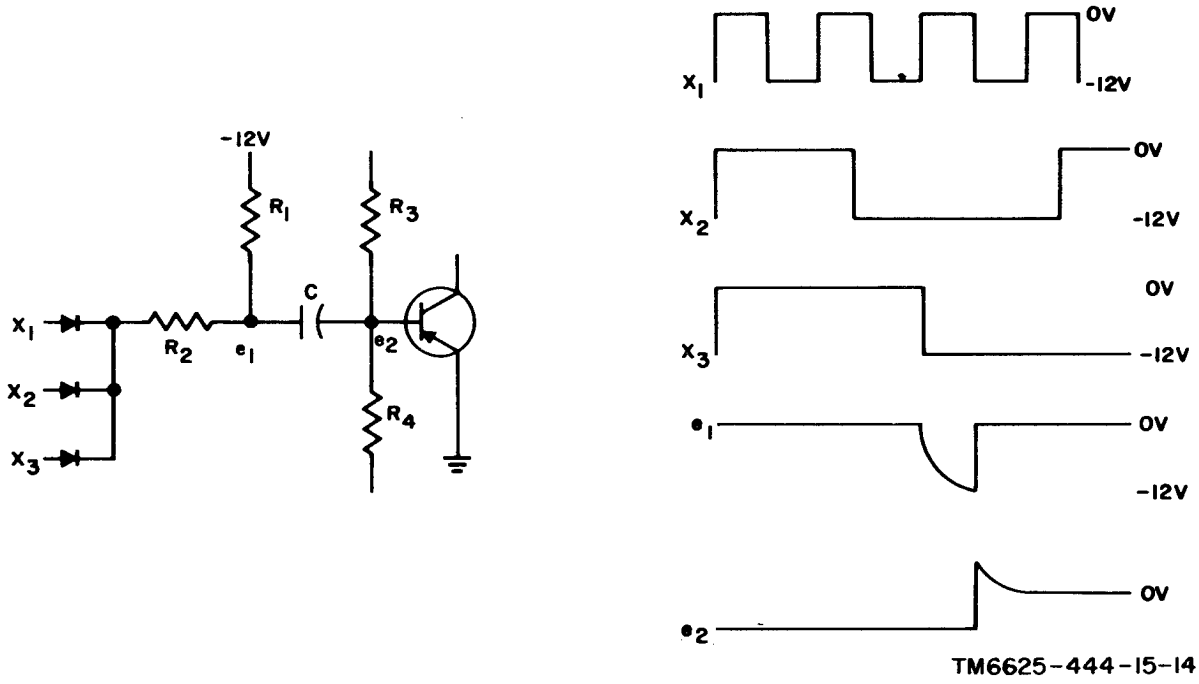
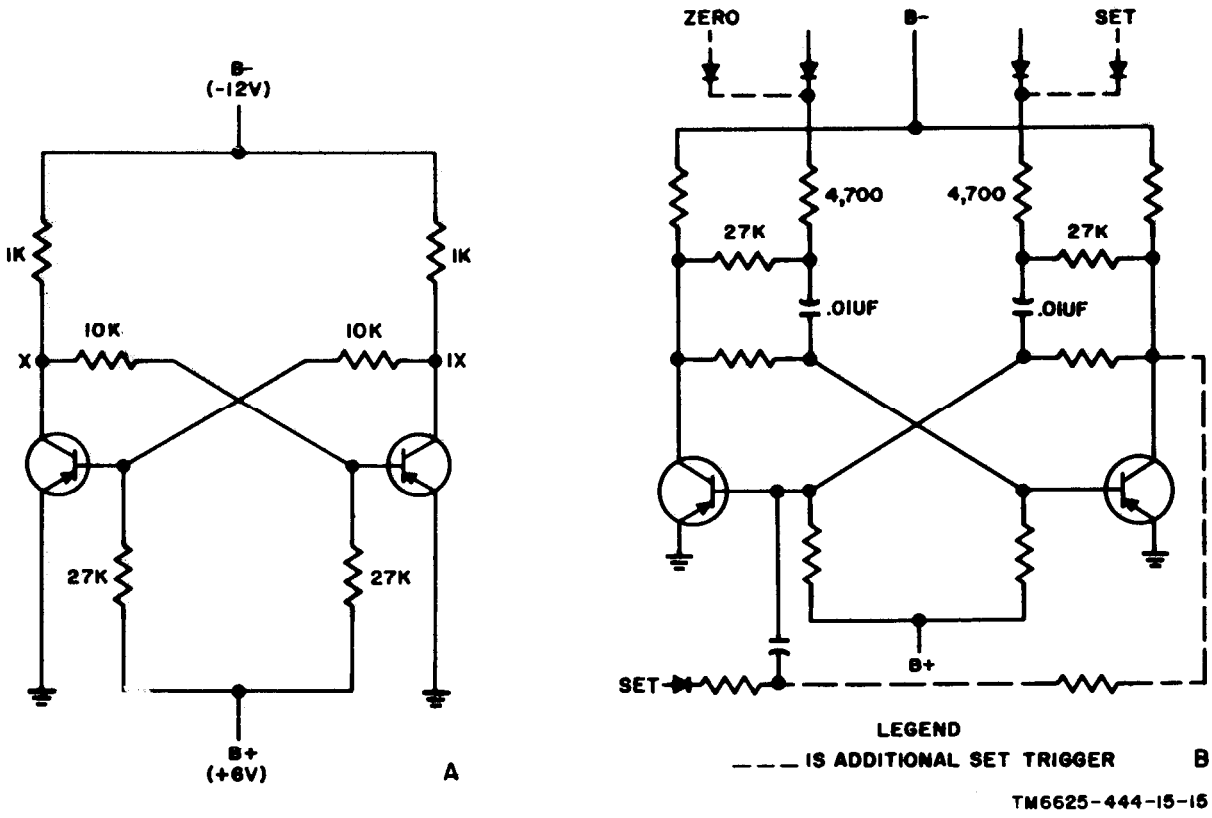

Figure 5-3. Flip-flop trigger circuits.
Figure 5-4. A board, block diagram.
b. Figure 5-3 is a sample flip-flop trigger circuit used in the AN/GSM-64. X_1, X_2, and X_3 are fed into an AND gate. When they all go negative, e_1 is pulled negative by R_1. Since R_1 is very large compared to R_3 and R_4 in parallel, the current through C_1 is small and the voltage at e_2 remains near zero. When X_1, X_2, or X_3 goes to ground, a surge of current limited by R, (R_2 is small compared to R_3 and R_4) flows through C_1, causing e_2 to go Positive, The PNP transistor is turned off when e, goes positive with respect to ground.
c. *Figure 5-4* is a schematic diagram of a typical logic flip-flop used in the AN/GSM–64. The flip-flop has two outputs: X and **X.** If X is negative, X is 0, and if X is 0, X is negative. Figure 5-4 illustrates the flip-flop with its trigger circuits. The 27,000-ohm resistors connected to the collectors serve the same function as R_1 in figure 5-3. The dotted circuit at the bottom of the diagram illustrates an additional set trigger. Parallel triggers such as this accomplish OR logic without the necessity for AND-OR gates.